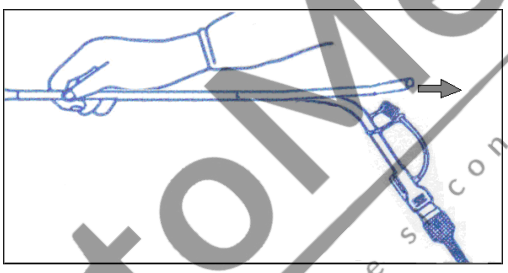

Figura 7-7 Îndepărtați dispozitivul de inserție
9) Fixați cateterul cu o mână şi trageți dispozitivul de inserție din spatele cateterului. (Vezi figura 7-7)